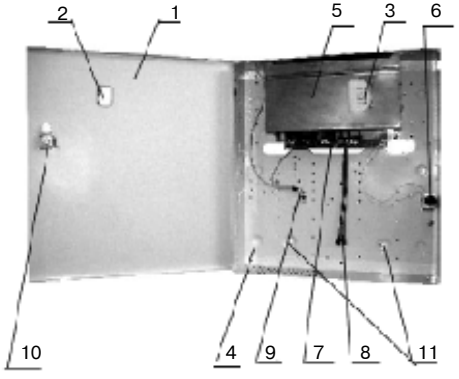

Рис. 9.1
Исполнения БП-А имеют одинаковую конструкцию, но разные габаритные размеры корпуса. На рис. 9.1 показана конструкция БП-А исп. 1.
- подсоединить провод защитного заземления/зануления к винту заземления (9, рис. 9.1);